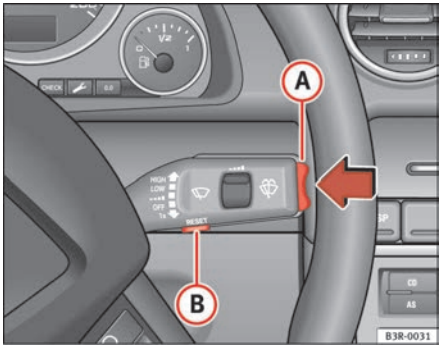

Fig. 59 Windscreen wiper lever: On-board computer controls
Press RESET button (B) ⇒ page 85, fig. 59 to switch back and forward between the functions of on-board computers 1 and 2.
The driving time warning can be switched off by briefly pressing the function selector switch or the Reset button ⇒ fig. 59.
– Press the top or bottom of the function selector switch (A) ⇒ fig. 59. This displays the functions of the on-board computer in sequence.